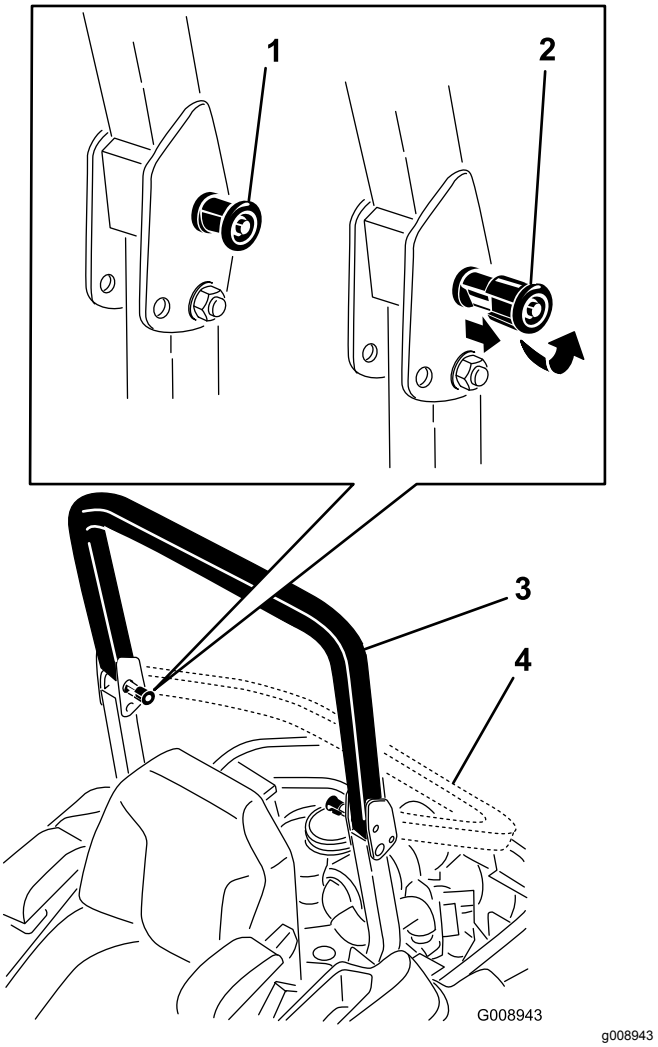

Figur 8
2. Dra ut begge knottene og vri dem 90 grader, slik at de ikke låser (Figur 8).
3. Senk veltebøylen til nedre stilling (Figur 8).
4. Hvis du vil sette opp veltebøylen kan du dra opp veltebøylen til bruksstillingen og vri på knottene slik at de går delvis inn i rillene (Figur 8).
5. Dra veltebøylen helt opp mens du skyver på den øvre veltebøylen, slik at pinnene går i lås når hullene stemmer overens med pinnene (Figur 8).